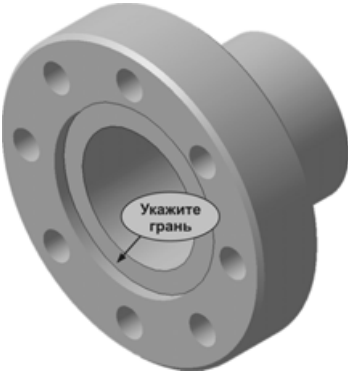

Рис. 8.143
- Укажите плоскую грань проточки (рис. 8.143) и нажмите кнопку **Создать деталь** на панели **Редактирование сборки**.